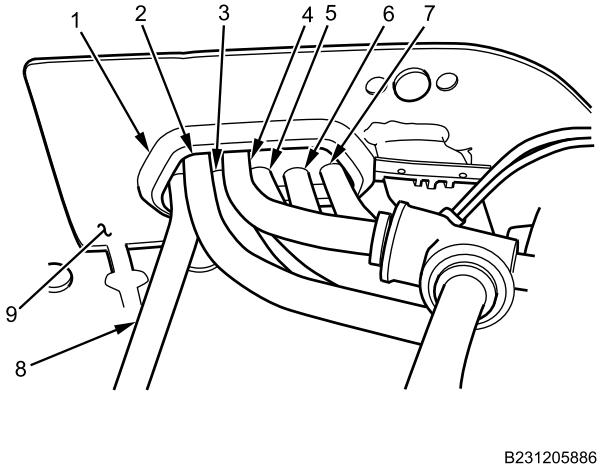
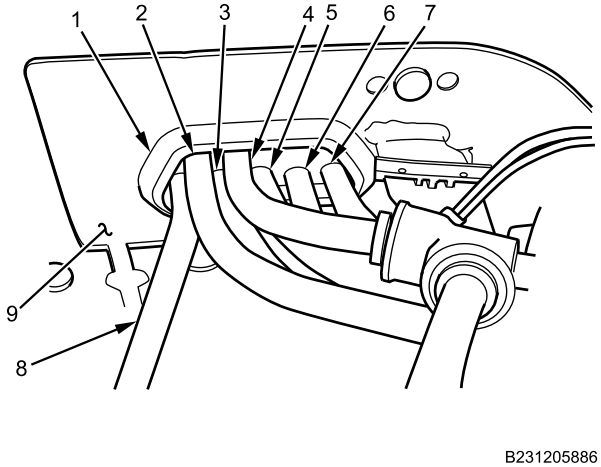

Figure 3. Interior Air Lines Inside Cabin View.
Figure 4. Interior Air Lines Inside Cabin View.
5. Remove ORANGE supply air line (Figure 3, Item 2) and GREEN supply air line (Figure 3, Item 4) from upper air line grommet (Figure 3, Item 1) inside cabin.
6. Remove BLUE supply air line (Figure 3, Item 8), GREEN delivery air line (Figure 3, Item 3), RED trailer and transport delivery air line (Figure 3, Item 5), BLACK trailer control valve exhaust line (Figure 3, Item 6), and BLACK hand brake control valve exhaust line (Figure 3, Item 7) from upper air line grommet (Figure 3, Item 1) inside cabin.
7. Remove upper air line grommet (Figure 3, Item 1) from DCM (Figure 3, Item 9) inside cabin.
1. Install upper air line grommet (Figure 4, Item 1) on DCM (Figure 3, Item 9) inside cabin.
2. Install BLUE supply air line (Figure 4, Item 8), GREEN delivery air line (Figure 4, Item 3), RED trailer and transport delivery air line (Figure 4, Item 5), BLACK trailer control valve exhaust line (Figure 4, Item 6), and BLACK hand brake control valve exhaust line (Figure 4, Item 7) through upper air line grommet (Figure 4, Item 1) from inside cabin.
3. Install ORANGE supply air line (Figure 4, Item 2) and GREEN supply air line (Figure 4, Item 4) through upper air line grommet (Figure 4, Item 1) from inside cabin.